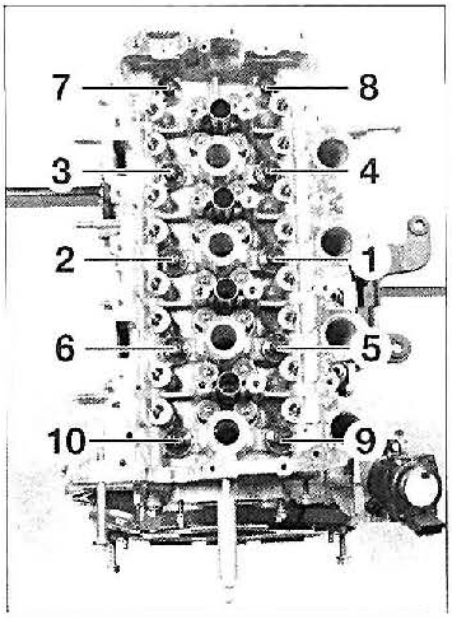

FIG. 51
- apretar los tornillos de culata respetando el orden **(fig. 51)** y el par de apriete prescritos (ver "Características").